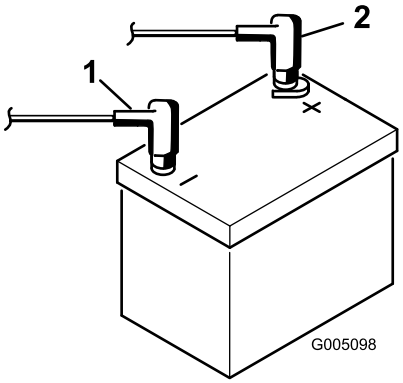

**Figur 7**
8. Anslut den röda pluskabeln till plusanslutningen (+) och den svarta minuskabeln till minusanslutningen (–) på batteriet, och fäst kablarna med bultar och muttrar (Figur 7). Förhindra eventuell kortslutning genom att trä gummiskon över plusanslutningen.